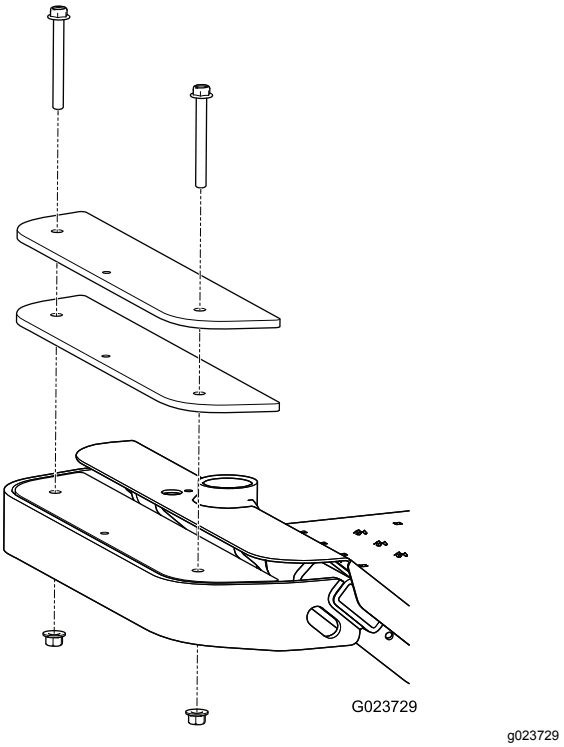

Figur 12
1. Fjern de to bolte og de to møtrikker, der fastgør de eksisterende vægtlodder foran på maskinen (Figur 12).